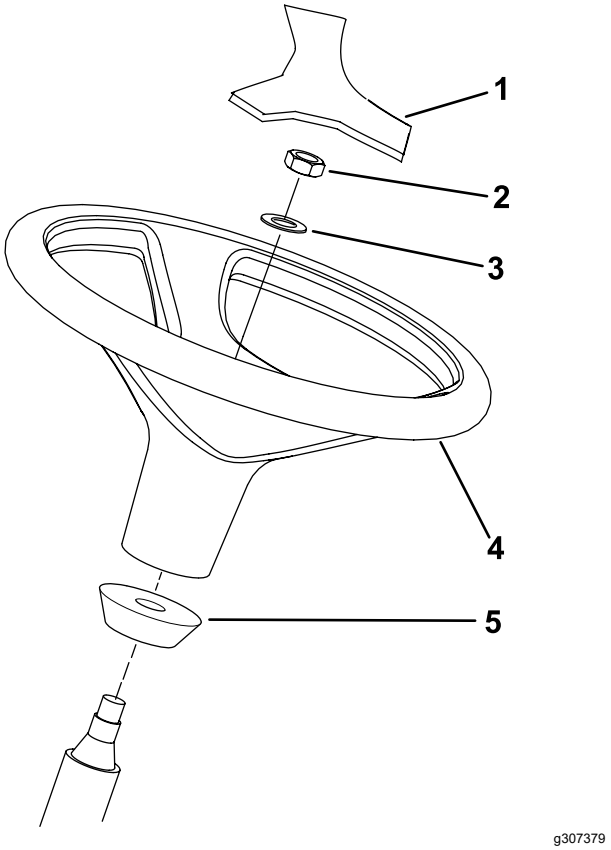

Figura 13
1. Rimuovete il volante dal supporto per il trasporto (Figura 13).
Nota: Accertatevi che il collare in schiuma rimanga sul piantone (Figura 13).
3. Collocate il volante e rondella sul piantone (Figura 13).
5. Montate il coperchietto sul volante (Figura 13).